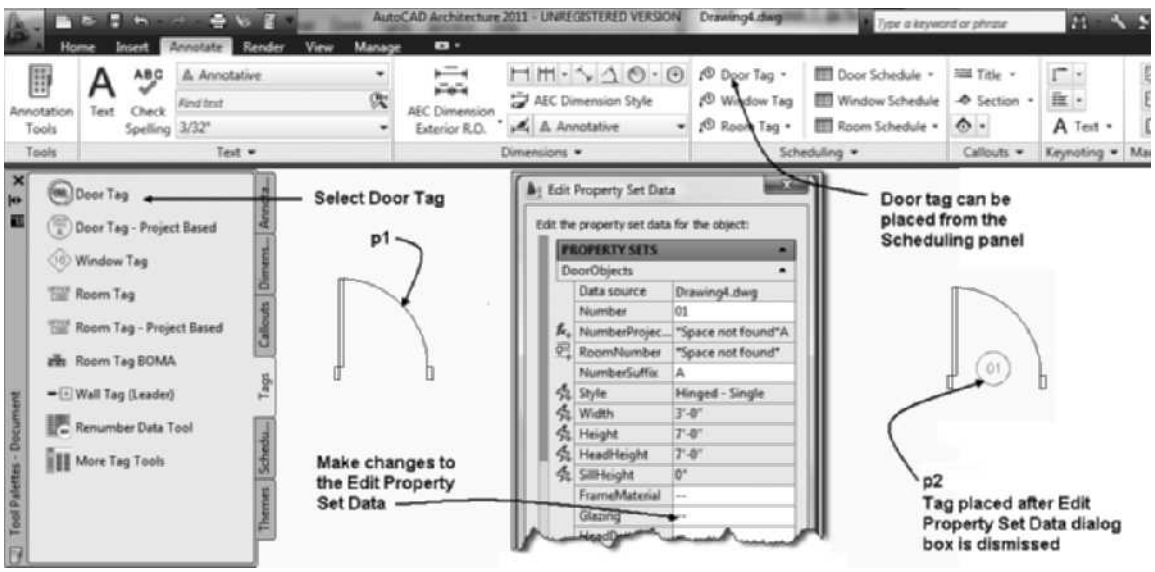

FIGURE 11.36 *Door tag placed in the drawing*
3. You are prompted to select an object to tag; select a door at **p1** as shown in Figure 11.36.
4. Specify the location of the tag near the door at **p2** as shown in Figure 11.36.
5. The **Edit Property Set Data** dialog box opens as shown in Figure 11.36; make the necessary changes.
A window tag is also located on the Tags tool palette or the Scheduling panel of the ribbon as shown in Figure 11.36. Choose the More Tag Tools of the Tags palette to